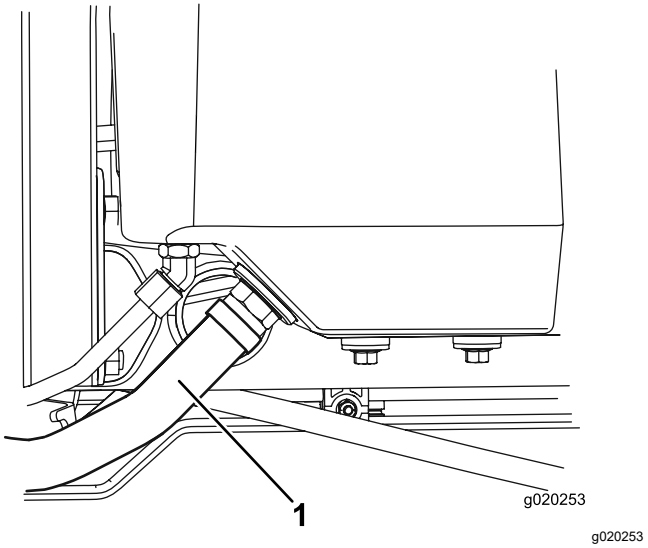

Figur 77
2. Frakobl den store hydraulikslange (Figur 77) fra beholderen, og lad hydraulikvæske løbe ned i en drænbakke.